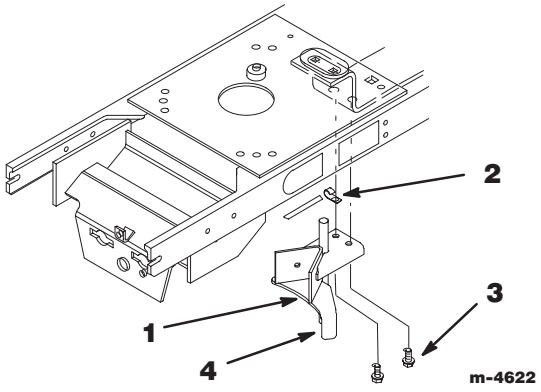

Figure 9
16. Retirer les boulons de fixation de la butée supérieure existante au châssis de l'unité de traction (Fig. 9).
17. Placer l'attache du tube de drainage contre le châssis, et fixer la nouvelle butée supérieure longue au châssis à l'aide des pièces déposées précédemment (Fig. 9).